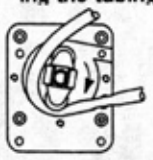

Figure 9-3
8. Continue to rotate the bracket assembly, pushing the tubing into the roller race (Figure 9-3).